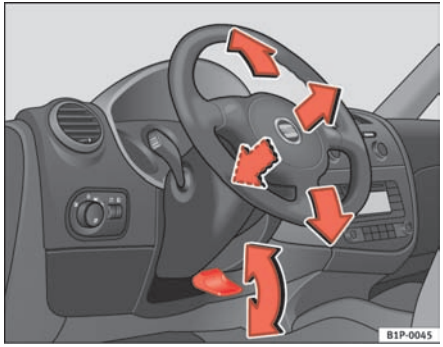

Fig. 113 Adjusting the steering wheel position
– Push the lever under the steering column ⇒ fig. 113 down ⇒ ⚠.